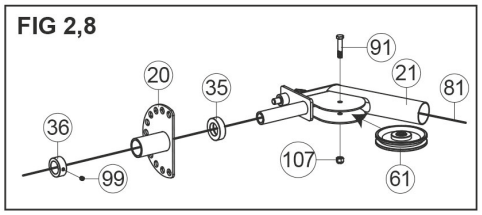
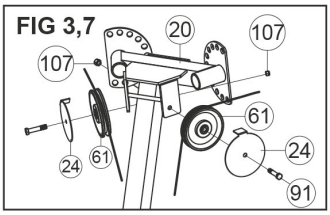
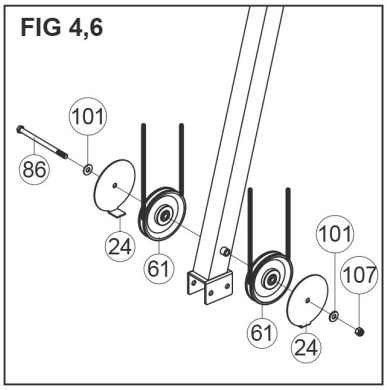

FIG 2,8
FIG 3,7
FIG 4,6
+ rauf und über die untere Rolle der verstellbaren Rollenhalterung (25) [FIG2]
+ runter zur Rolle am Basisrahmen (1) [FIG3]
+ rauf über die rechte Rolle am oberen Träger (5) [FIG4].
Befestigen Sie eine Rolle und die Rollenhalterung (24) am Kabelarmelement (20) wie in FIG2 & FIG3 dargestellt. Vergewissern Sie sich, dass die Rollenhalterungen nicht den Kabellauf bzw. das Auf- und Abrollen des Kabels behindern. Führen Sie dann das Kabel (81) wie in der Abbildung dargestellt um die beiden Rollen im Basisrahmen (1) [FIG4] und über die Rolle in der Einzelrollenhalterung (27) [FIG5].